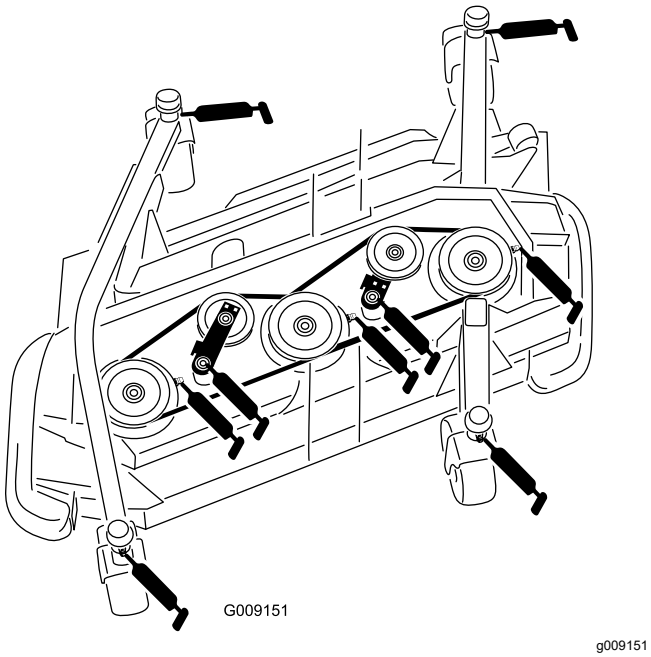

Figura 85
- Casquillo del eje de la horquilla de la rueda giratoria (4) (Figura 85)
- 3 cojinetes de eje giratorio (situados en el alojamiento del eje) tal y como se muestra en la Figura 85
- 2 casquillos de pivote de brazo tensor (situados en el eje del pivote tensor) tal y como se muestra en la Figura 85